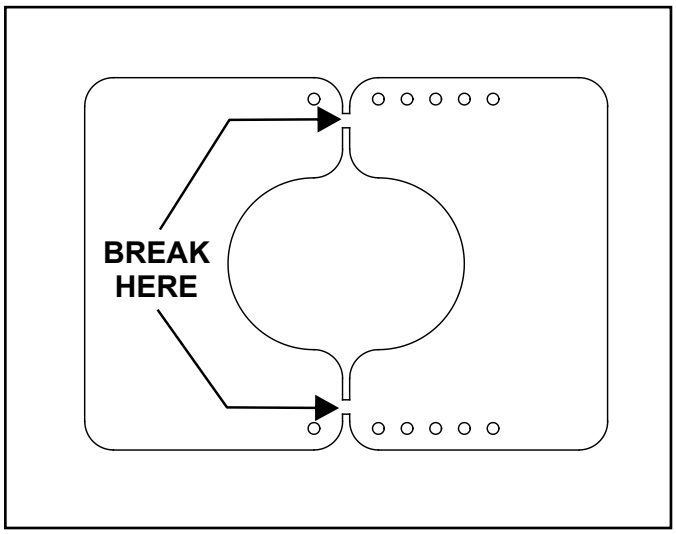

**Figure 4.16 Break the Exhaust Restrictor**
2. Break the flue restrictor into two pieces. Do this by bending the part back and forth until it breaks. See Figure 4.16.
1. Break the flue restrictor into two pieces. Do this by bending the part back and forth until it breaks. See Figure 4.16.